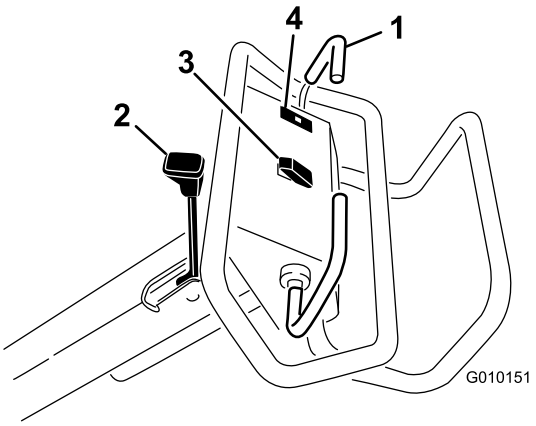

**Figuur 12**
Om vooruit te rijden, zet u de tractiehendel naar voren. Om achteruit te rijden, zet u de tractiehendel naar achteren (Figuur 12).
Om de parkeerrem in werking te stellen, moet u de hendel in de richting van de motor bewegen. Om de parkeerrem vrij te zetten, beweegt u de hendel naar voren (Figuur 12).
Het oliedruklampje (Figuur 12) licht op indien de motoroliedruk gevaarlijk laag is. Als de oliedruk te laag is, moet u de motor afzetten en vaststellen wat de oorzaak is. Herstel het defect voordat u de motor weer start.
**Omhoog brengen** – Druk op de bovenkant van de schakelaar (Figuur 12) om de beluchtingskop omhoog te brengen. De motor moet lopen om hefdruk te verkrijgen. Raadpleeg Regelcircuit van systeem terugstellen als de beluchtingskop onder de transporthoogte staat.
**Neerlaten/Inschakelen** – Druk op de onderkant van de schakelaar (Figuur 12) om de beluchtingskop neer te laten. De tractiehendel moet in de vooruitstand staan om de schakelaar te activeren.